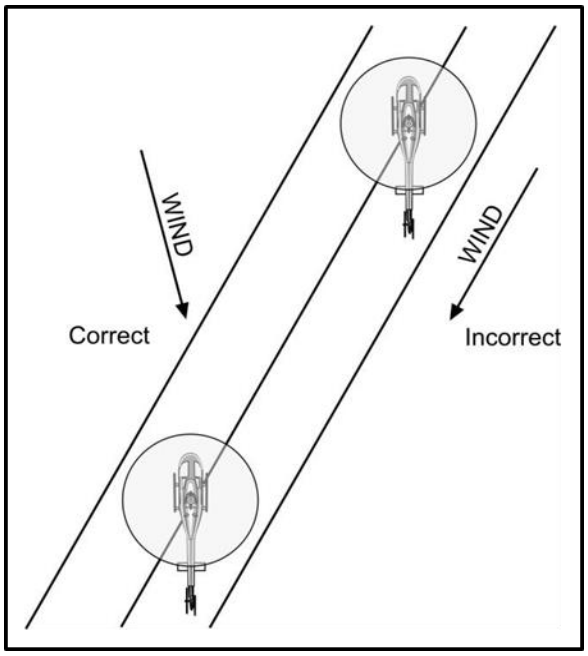

Figure 2-2 Wing's Cruise Position
i. Lead obtains clearance for takeoff from the tower, notes the winds on the windsock or as reported by the tower, and positions the aircraft on the downwind side of the runway. Wing follows Lead onto the runway and assumes the cruise position on the upwind side of the section (Figure 2-2). Each aircraft will take the center of their side of the runway.